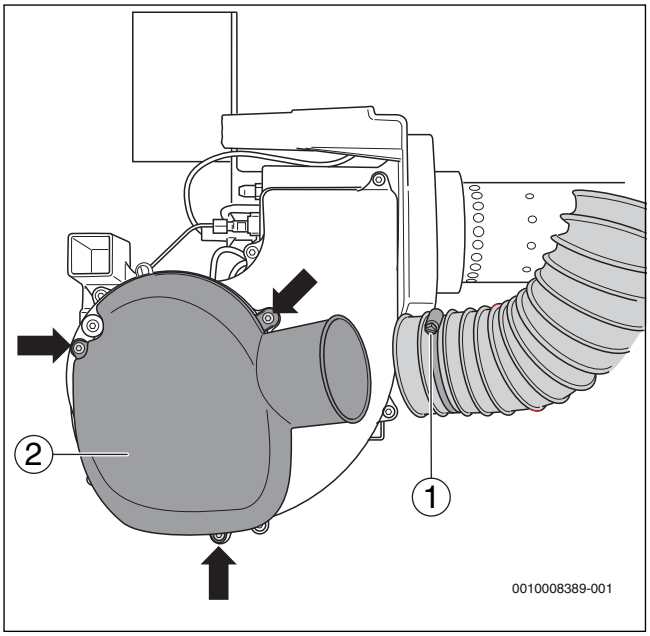
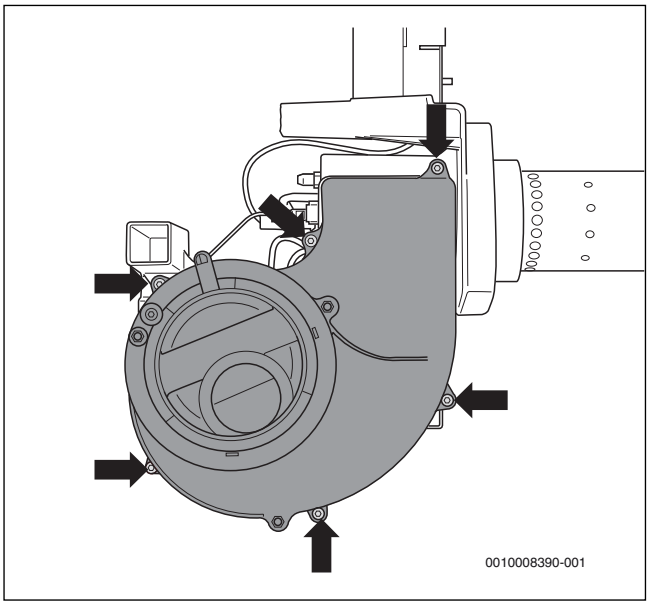

Fig. 29 Démonter le piège à son
Fig. 30 Démonter la turbine du couvercle du ventilateur
- Desserrer le collier de serrage spécial (→fig. 29, [1]) de l'alimentation en air de combustion des systèmes indépendants de l'air ambiant.
- Desserrer les vis de fixation (→fig. 29, [flèches]) et retirer le piège à son (→fig. 29, [2]).
- Desserrer les six vis de fixation (→fig. 30, [flèches]) et retirer le capot de la turbine du ventilateur.
- Refixer le capot de la turbine du ventilateur (→ fig. 30, page 19) ainsi que le piège à son (→ fig. 29, page 19).
- Desserrer le collier spécial (→fig. 29, [1], page 19) et retirer le tuyau d'aspiration.